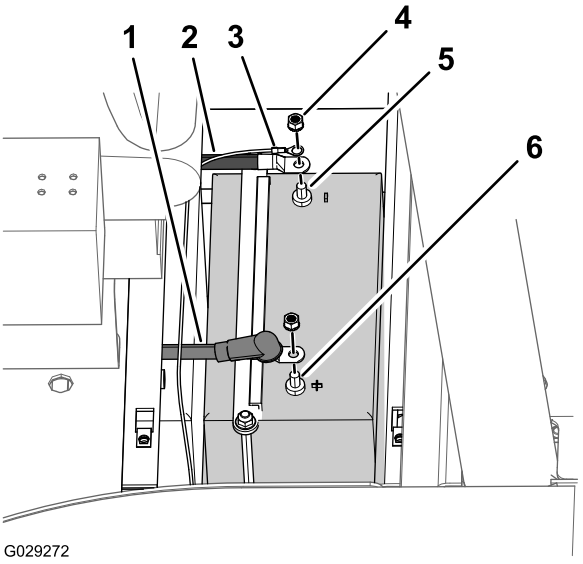

Rysunek 115
6. Odkręć nakrętkę z podkładką zabezpieczającą (3/8 cala) mocującą ujemny przewód akumulatora i styk pierścieniowy do ujemnego bieguna akumulatora, a następnie odłącz przewód od akumulatora (Rysunek 115).
7. Zsuń osłonę izolacyjną i odkręć nakrętkę z podkładką zabezpieczającą (3/8 cala) mocującą dodatni przewód akumulatora do dodatniego bieguna akumulatora, a następnie odłącz przewód od akumulatora (Rysunek 115).
1. Załóż dodatni przewód akumulatora na dodatni biegun akumulatora (Rysunek 115) i przykręć nakrętkę z podkładką zabezpieczającą (3/8 cala) odkręconą wcześniej w kroku 7 z Przygotowanie do odłączenia podzespołów (Strona 77).
3. Załóż ujemny przewód akumulatora na ujemny biegun akumulatora (Rysunek 115) i przykręć nakrętkę z podkładką zabezpieczającą (3/8 cala) odkręconą wcześniej w kroku 6 z Przygotowanie do odłączenia podzespołów (Strona 77).